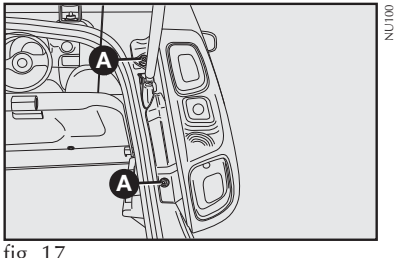

fig. 17
1) retirar os dois parafusos **A-fig. 17** usando chave específica (não fornecida). Puxar a lanterna para fora de maneira a soltar das duas travas;
5) recolocar o grupo ótico da lanterna, apertando os parafusos **A-fig.17**.